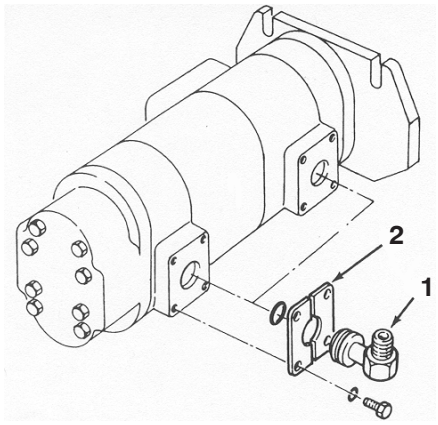

Figure 4
3. Remove the 90 degree fitting from the right front and the rear of the pump (Fig. 4). However, the two–piece mounting flange that held the rear fitting to the pump will be used later. The other two–piece mounting flange will not be used.